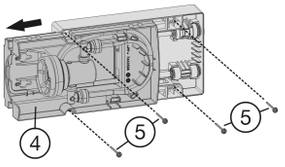

*Fig. 38*
- ▶ Pull the tray *Fig. 38 (4)* out until it catches.
- ▶ Secure the module with 4 screws *Fig. 38 (5)* through the recesses in the front and directly through the module in the back.